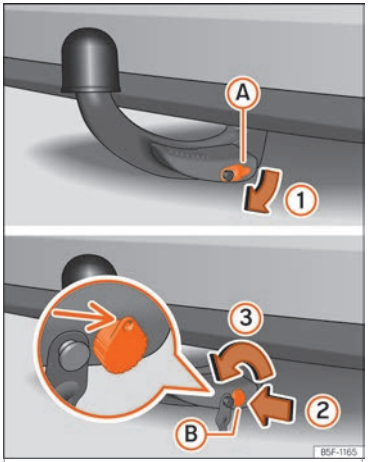

Fig. 175 Removing the tow hook
- Remove cover Ⓐ from lock ① ››› Fig. 175.
- Insert key Ⓑ in the lock ② ››› Fig. 175.
- Turn the key to the left ③ just half turn, until the hole in the key is facing upwards ››› Fig. 175.